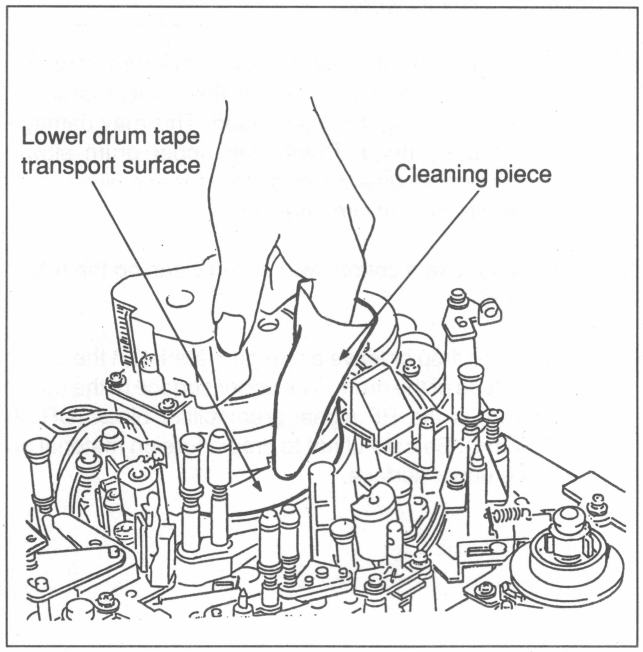

Fig. 6-1-4 Lower Drum Tape Transport Surface Cleaning
4. Put the cleaning piece shown in Fig. 6-1-4 along the drum lead surface and lower drum tape transport surface and clean surface two or three times. Repeat cleaning until stains are removed.